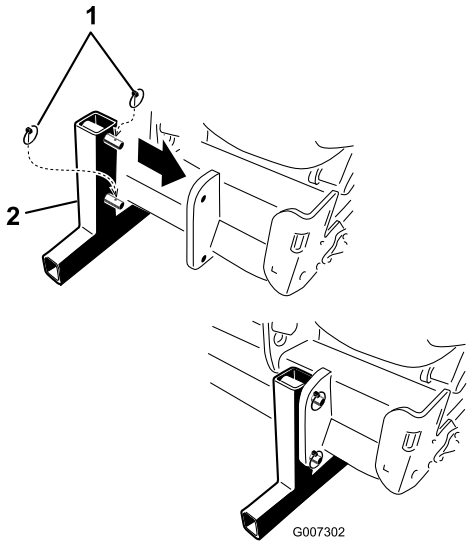

Figur 39
5. Montera förvaringsstöden och sätt fast luftaren med hjulsprintar (Figur 39).